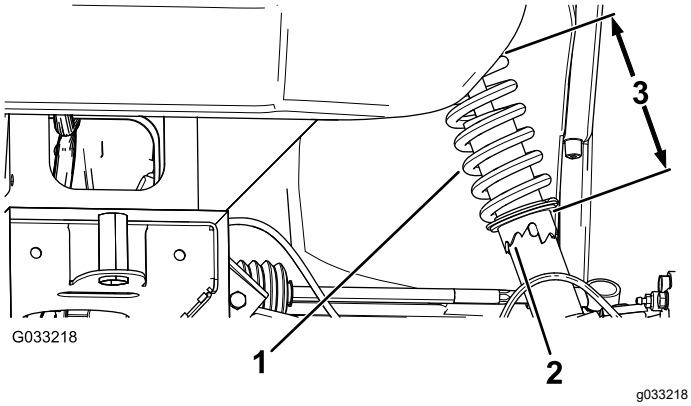

**Figuur 44**
2. Als de vlucht van het wiel onjuist afgesteld is, draai dan met de schroefsleutel aan de kraag van de schokdemper tot het wiel uitgelijnd is (Figuur 44).